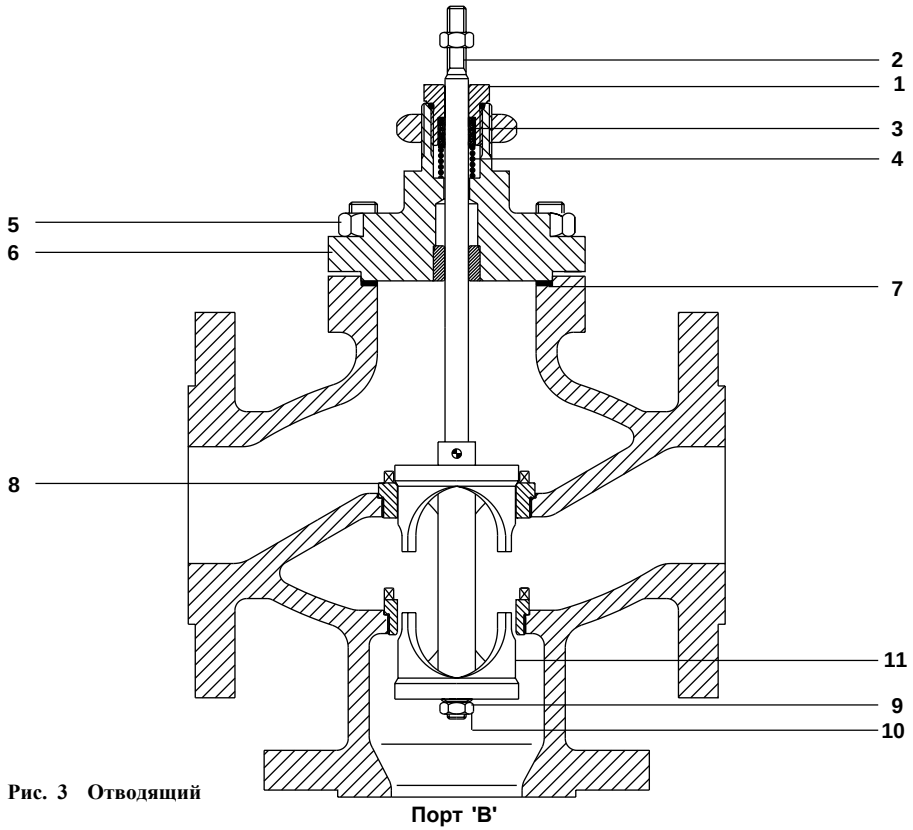

Рис. 3 Отводящий
4.3.3 Отводящие клапаны (Рисунок 3)